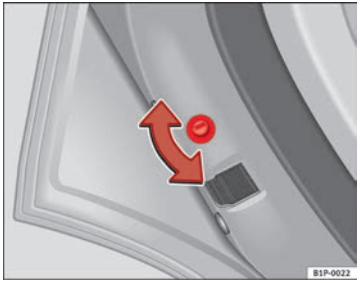
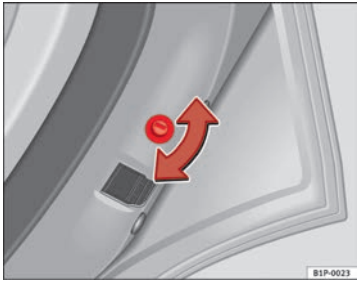

Fig. 61 Childproof lock on the left hand side door
Fig. 62 Childproof lock on the right hand side door
– With the door open, rotate the groove in the door using the ignition key, clockwise for the left hand side doors, and anti-clockwise for the right hand side doors ⇒ fig. 61 ⇒ fig. 62.
– With the door open, rotate the groove in the door using the ignition key, clockwise for the right hand side doors, and anti-clockwise for the left hand side doors ⇒ fig. 61 ⇒ fig. 62.